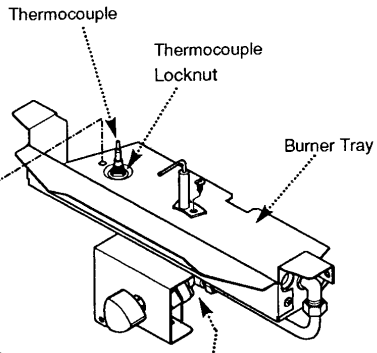

Fig. 56
2. Undo and remove the locknut holding the thermocouple to the burner tray (Fig. 56).